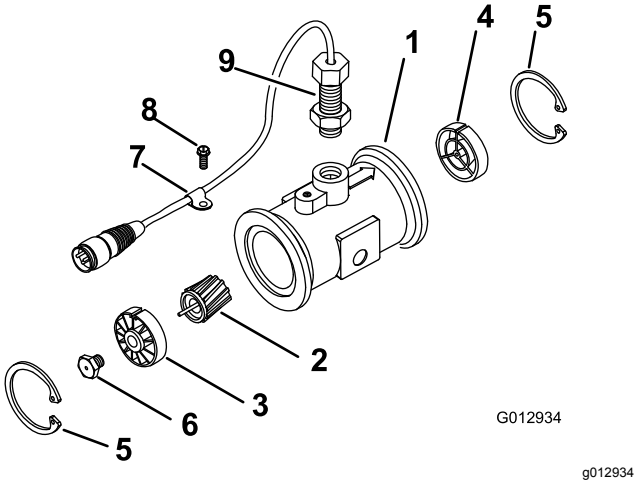

Figuur 60
3. Verwijder de borgring aan de stroomopwaartse kant (Figuur 60).